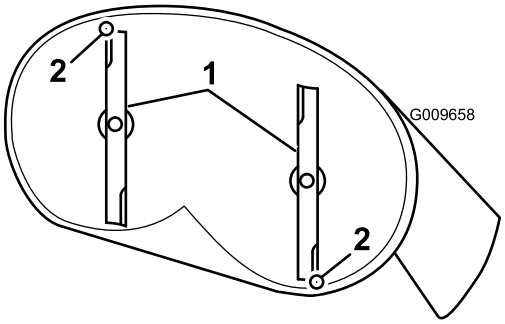
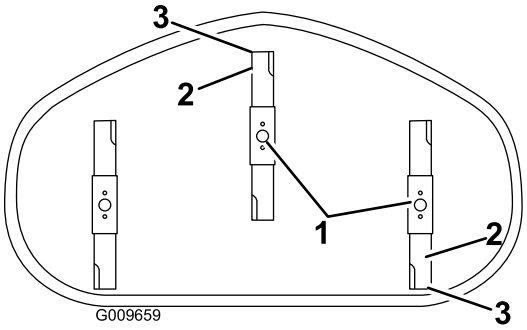

Figuur 62
Figuur 63
4. Draai de messen voorzichtig zodat ze van voren naar achteren staan (Figuur 62 en Figuur 63).
5. Meet de afstand tussen de rand van het voorste mes en het horizontale oppervlak, en de afstand tussen de rand van het achterste mes en het horizontale oppervlak (Figuur 62 en Figuur 63).
9. Controleer de schuinstand nogmaals na het instellen, ga door met het instellen van de moer totdat de rand van het voorste mes 1,6 tot 7,9 mm lager staat dan de rand van het achterste mes (Figuur 62 en Figuur 63).